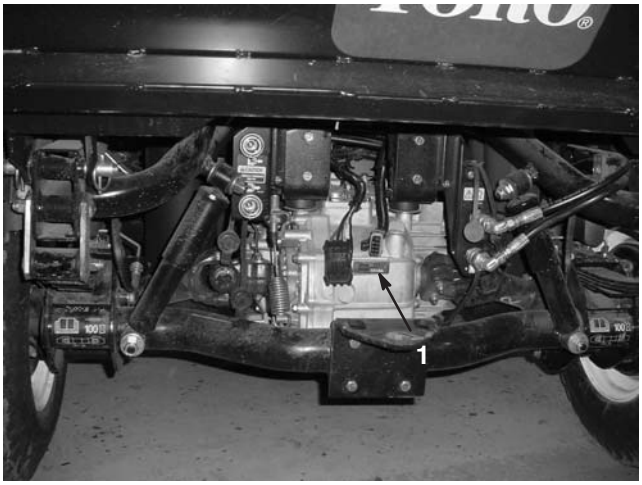

Figura 24
11. Encaminhe a cablagem até à parte traseira da máquina, como se mostra na Figura 24.